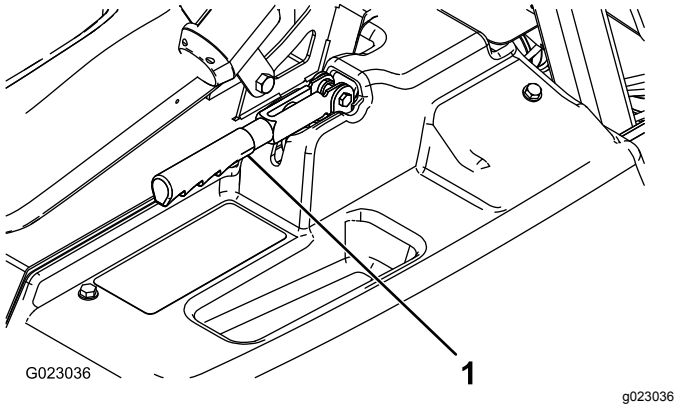

Figur 48
2. Løsne setteskruen som festen knotten til parkeringsbremsespaken (Figur 48).